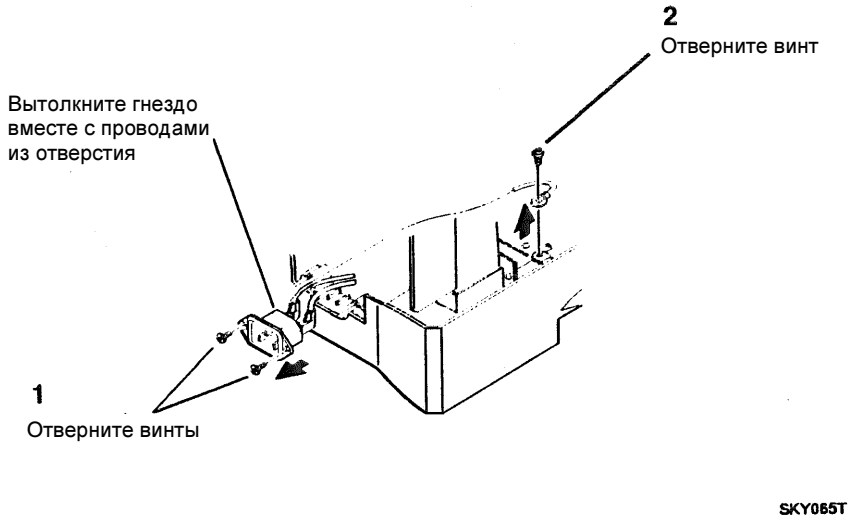

Рисунок 1. Снятие гнезда подачи питания
5. (Рисунок 1): Выньте гнездо подачи питания из выреза основания аппарата.